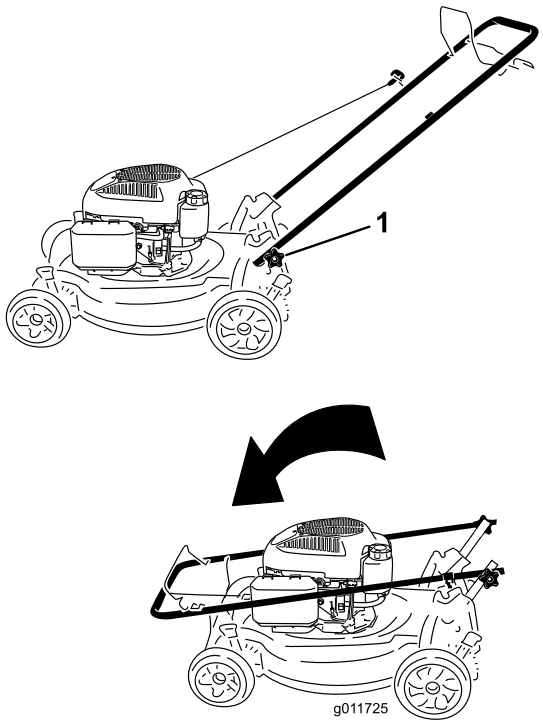

Figur 27
1. Løsne knottene på håndtaket til du kan flytte håndtaket fritt (Figur 27).
2. Flytt håndtaket fremover som vist i Figur 27.